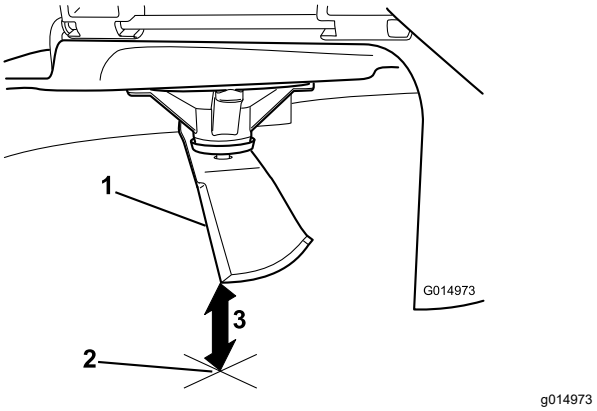

Figuur 104
5. Meet de afstand tussen het uiteinde van het mes en de vlakke ondergrond (Figuur 104).